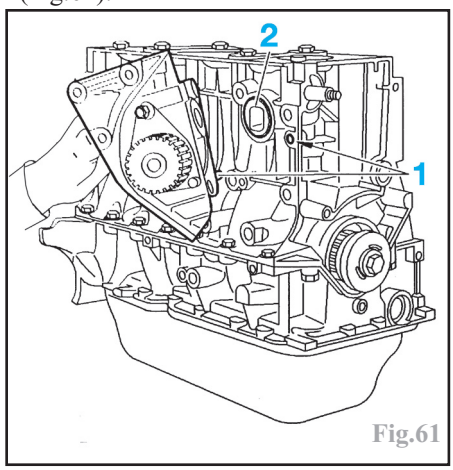

Fig.61
-reposer le support de la pompe à eau après s'être assuré de la présence de sa douille de centrage sur le carter-cylindres (1) et remplacé son joint torique (2) (Fig.61).